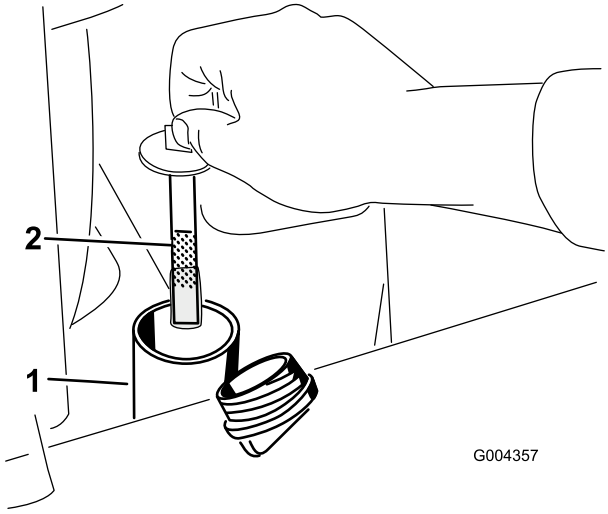

**Figur 56**
5. Ta bort hydraultanklocket och oljestickan (Figur 56).